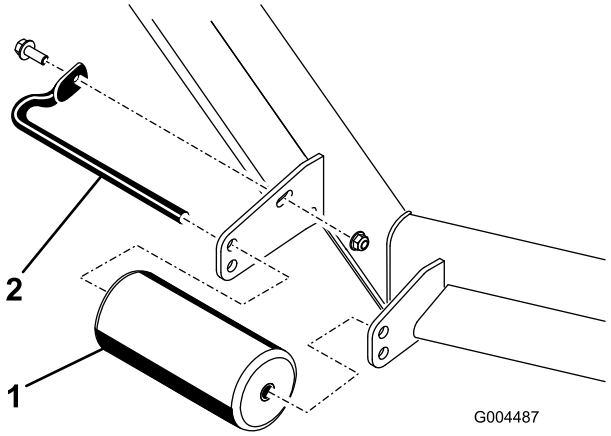
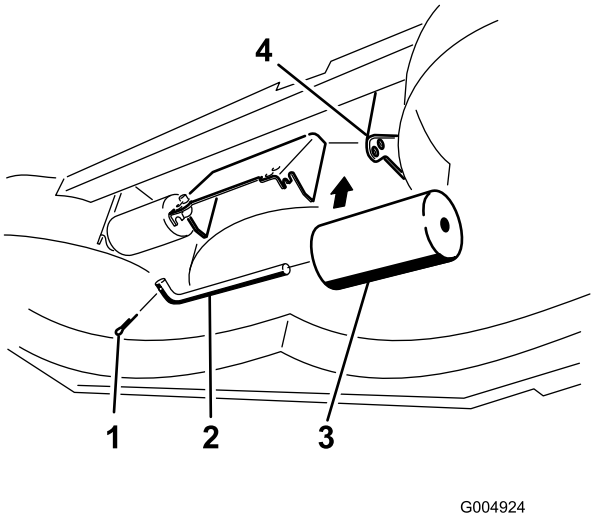

Figur 24
Figur 28
4. Afmonter de beslag, der holder hver enkelt rulle fast på plæneklipperskjoldet, og flyt rullerne opad eller nedad efter behov. Se Figur 24 til Figur 28 afhængigt af din plæneklipper.